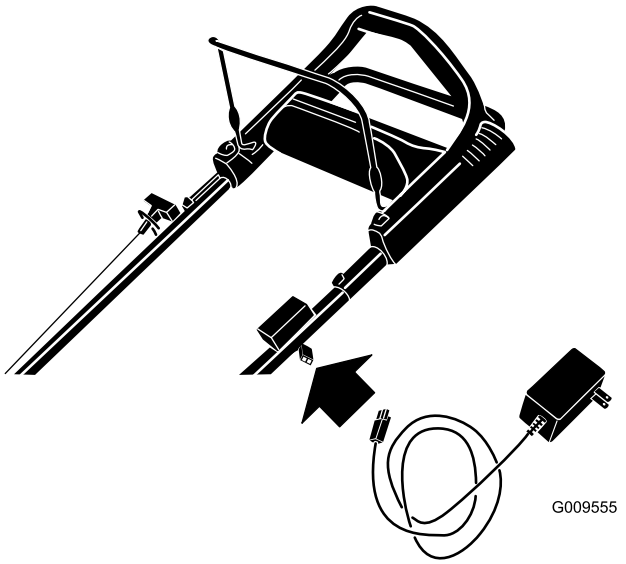

Figur 24
1. Slut opladeren til ledningsnettet neden for tændingsnøglen (Figur 24).